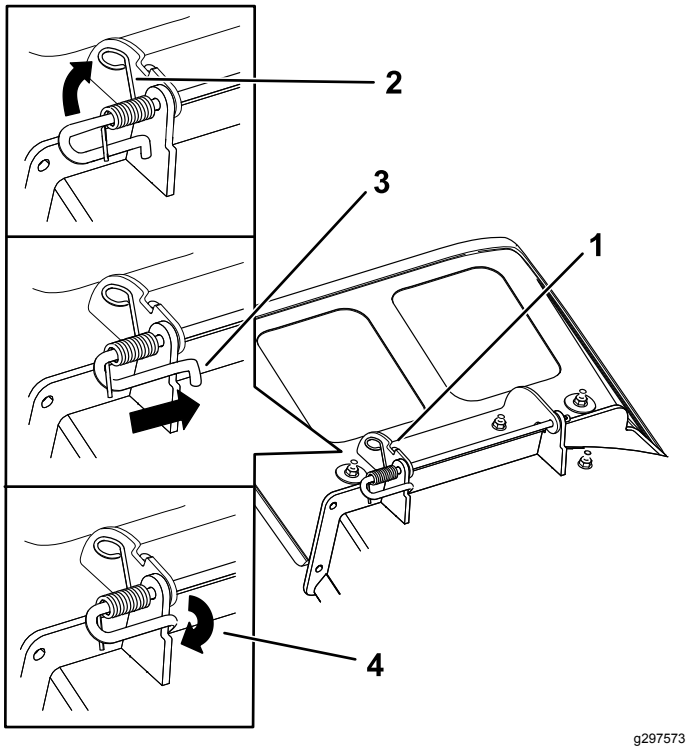

Figur 78
4. Placera den nya utkastargräsriktaren med fästenas ändar mellan de svetsade fästena på däcket enligt Figur 78.
6. Sätt fjädern på stången enligt Figur 78 så att den kortare fjäderänden kommer fram under stången innan böjen och över stången efter böjen.
7. Lyft upp fjäderns ögleände och placera den i gräsriktarfästets spår (Figur 78).
8. Fäst stång- och fjäderenheten genom att vrida den så att stångens korta ände placeras bakom det främre fästet som svetsats fast på däcket (Figur 78).